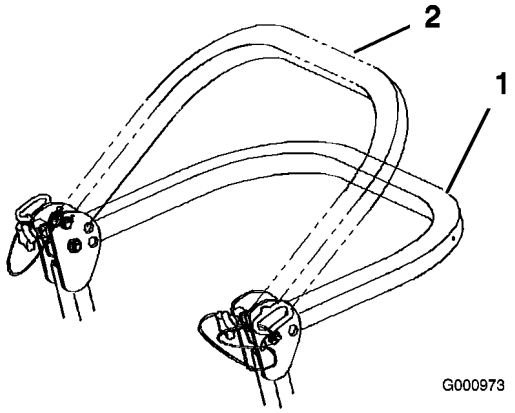

Figur 6
3. Sänk ned störtbågen till nedfällt läge. Det finns två nedfällda lägen. Lägena visas i Figur 6.